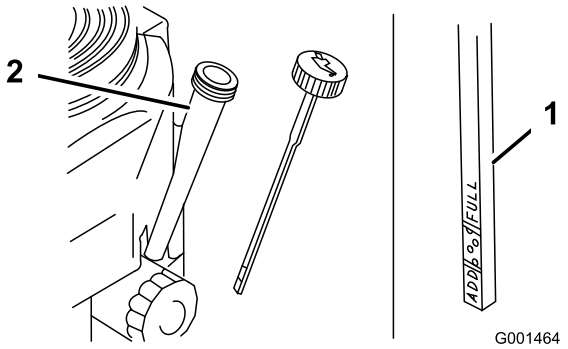

Rysunek 16
3. Wyczyść obszar wokół wskaźnika poziomu oleju (Rysunek 16).
4. Odkręć wskaźnik poziomu oleju i oczyść końcówkę (Rysunek 16).
5. Wsuń wskaźnik poziomu oleju do rurki wskaźnika, ale nie dokręcaj go do szyjki wlewu (Rysunek 16).
6. Wyjmij wskaźnik poziomu oleju i sprawdź końcówkę. Poziom oleju powinien mieścić się pomiędzy oznaczeniami poziomu maksymalnego i wymagającego uzupełnienia (Rysunek 16).